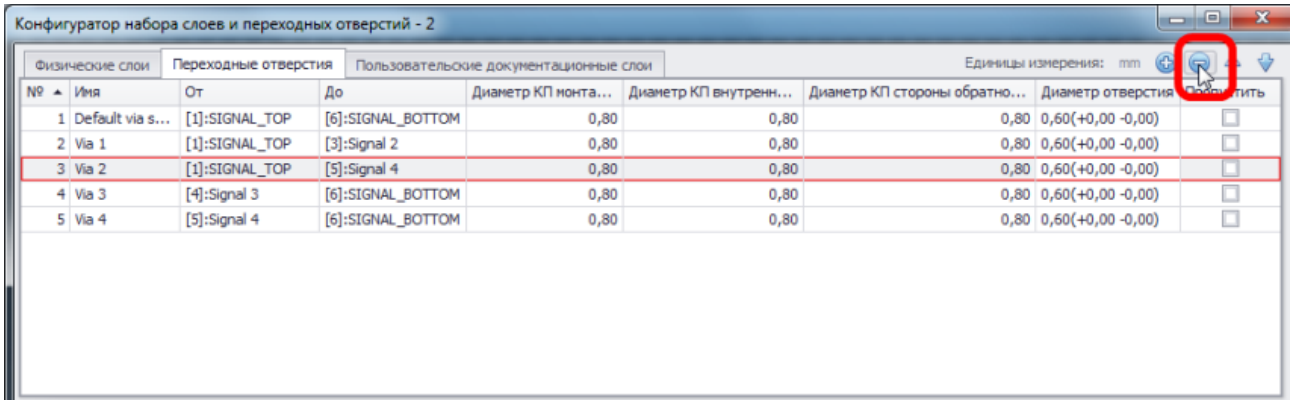

Рис. 676. Удаление типа переходного отверстия
3. Нажать на кнопку удаления переходного отверстия , которая расположена в верхней правой части окна редактора, см. Рис. 676.